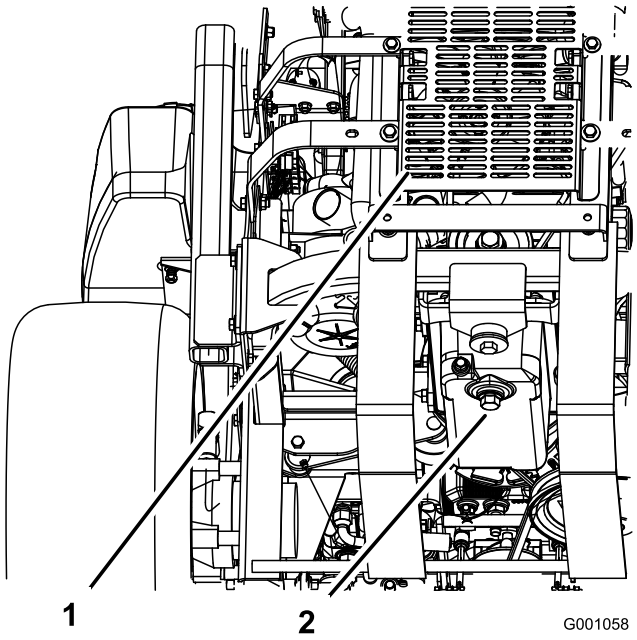

Figur 47
5. Placer en bakke under olieaftapningsproppen. Afmonter aftapningsproppen, og lad al olien løbe ud (Figur 47).